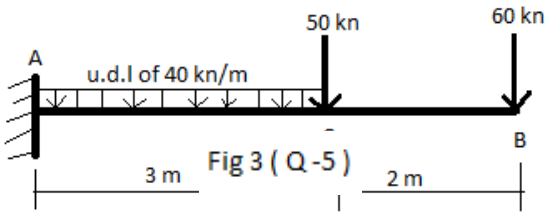

Fig 3 (Q -5)
Q.5 Determine the truss as shown in fig 3.find out the forces in all member.